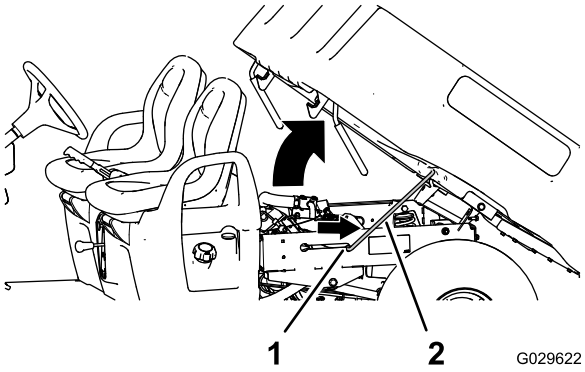

Figuur 12
2. Zet de steunstang in de borgsleuf om de laadbak vast te zetten (Figuur 12).
2. Neem de steunstang uit de palopening (Figuur 12).